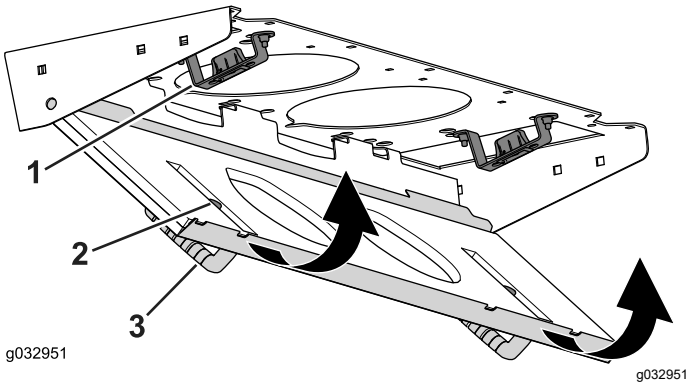

**Figura 84**
4. Ruotate lo schermo del filtro attorno alle alette fino a quando il fermo non si blocca nel gruppo del supporto del fermo (Figura 84).